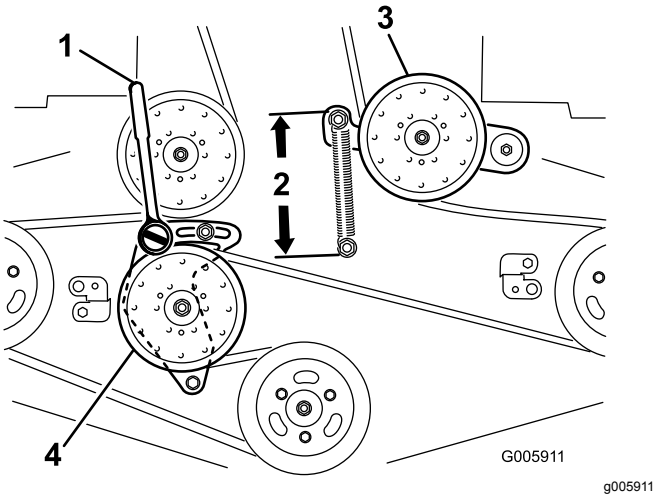

Figur 69
6. Løsne den faste lederrullarmen og juster den for å løsne remspenningen (Figur 69).
9. Før inn en momentnøkkel med kort forlenger eller en brytestang i det firkantede hullet i den faste lederullarmen (Figur 69).
11. For å øke remspenningen, roter momentnøkkelen eller brytestangen mot urviseren for å flytte den faste lederullarmen til det er 16,5 cm mellom fjærkrokene (Figur 69).